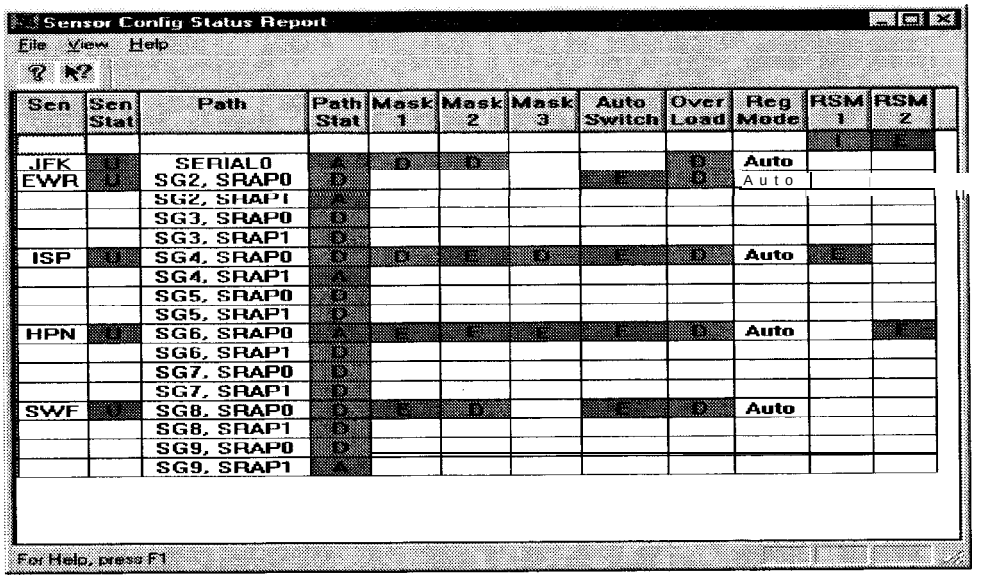

FIGURE 4-l 59. SENSOR CONFIG STATUS REPORTS WINDOW
1. Click Sensor Config Status Report (Figure 4-l 52).
2. Observe the Sensor Config Status Reports window (Figure 4-l 59).